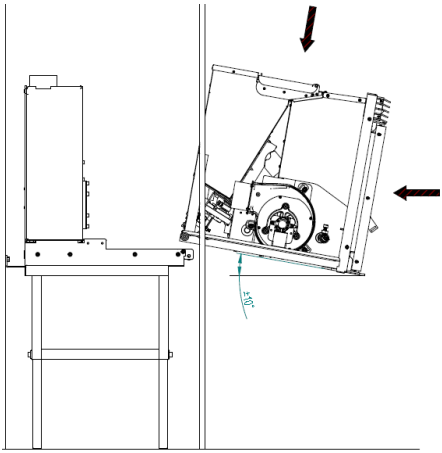

Figure 7 - Installation
- Après avoir fixé la base de la machine et raccordé la cheminée, présenter la partie mobile de l'équipement tel qu'illustré sur la Figure 7.